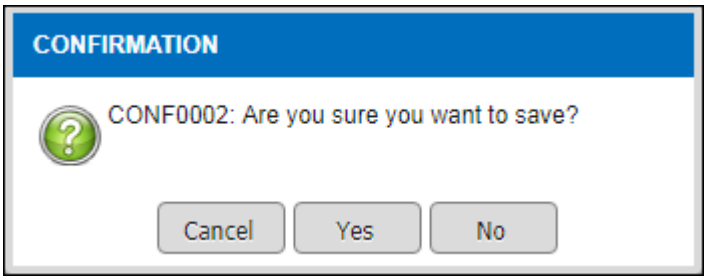

Figure 3.2-7 Record Alert Message
- *After clicking save, an alert message will be displayed as per Figure 3.2-7, click on the Yes button to confirm saving of the record.*